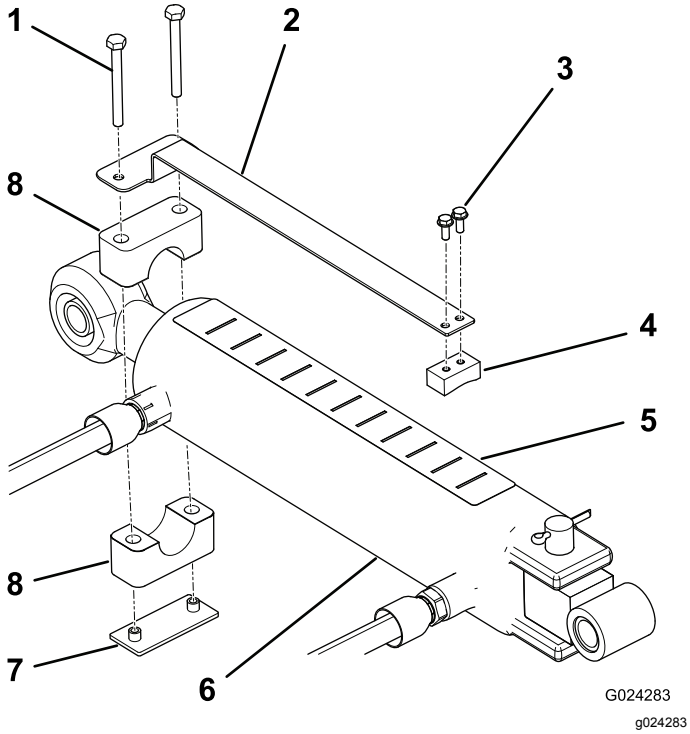

Figuur 8
1. Monteer de dieptemaat aan de platte zijkant van het schuifblok met twee machineschroeven (nr. 10 x ½"). Plaats de onderdelen zoals wordt getoond in Figuur 8.
2. Gebruik de pijpklem, lasplaat en 2 schroeven (¼" x 2½") om de dieptemaat losjes te monteren op het stanguiteinde van de cilinder van de bovenste schakel (Figuur 8). Zorg dat de klemmen los genoeg zijn opdat ze naar de gewenste stand kunnen worden gedraaid.
4. Plak de sticker voor de werkdiepte op de bovenzijde van de cilinder op een plaats die zichtbaar is voor de bestuurder en die niet in de weg zit, bijvoorbeeld van de hydraulische slangen (Figuur 8). Plak de zijde van de sticker waar de letter 'J' op staat naar de beluchter.